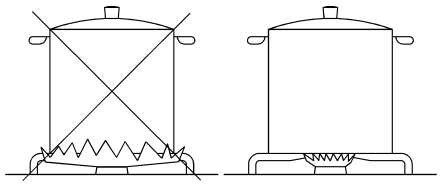

ABB. 2
- Verwenden Sie nur für den jeweiligen Brennertyp geeignete Töpfe/Pfannen (siehe die folgende Tabelle und die Abb. 2).